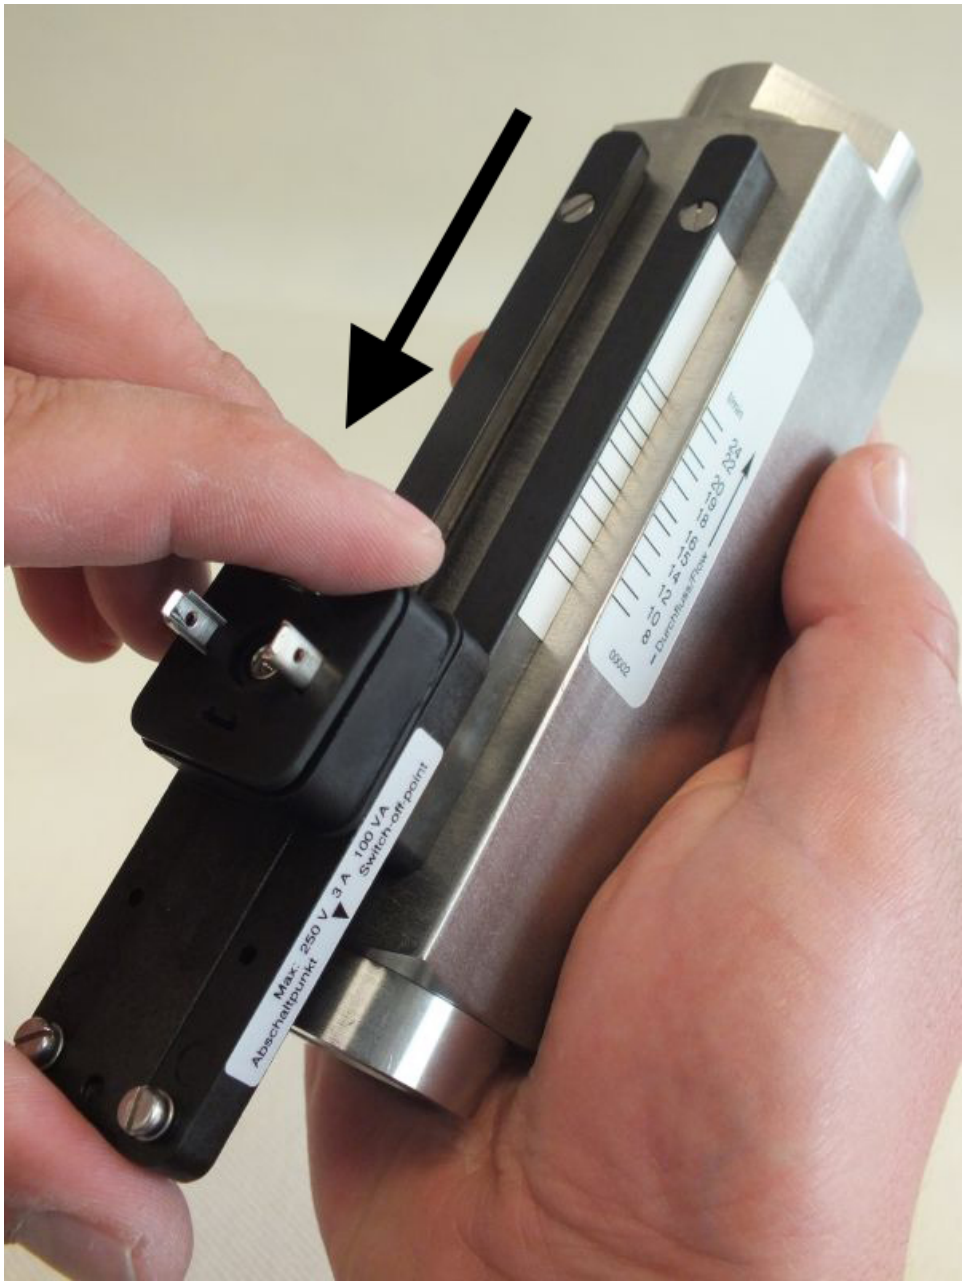

Abb. 60: Schaltkontakt aus Führung schieben
4. Den Schaltkontakt in Pfeilrichtung (*Abb. 60*) aus den Führungsleisten schieben